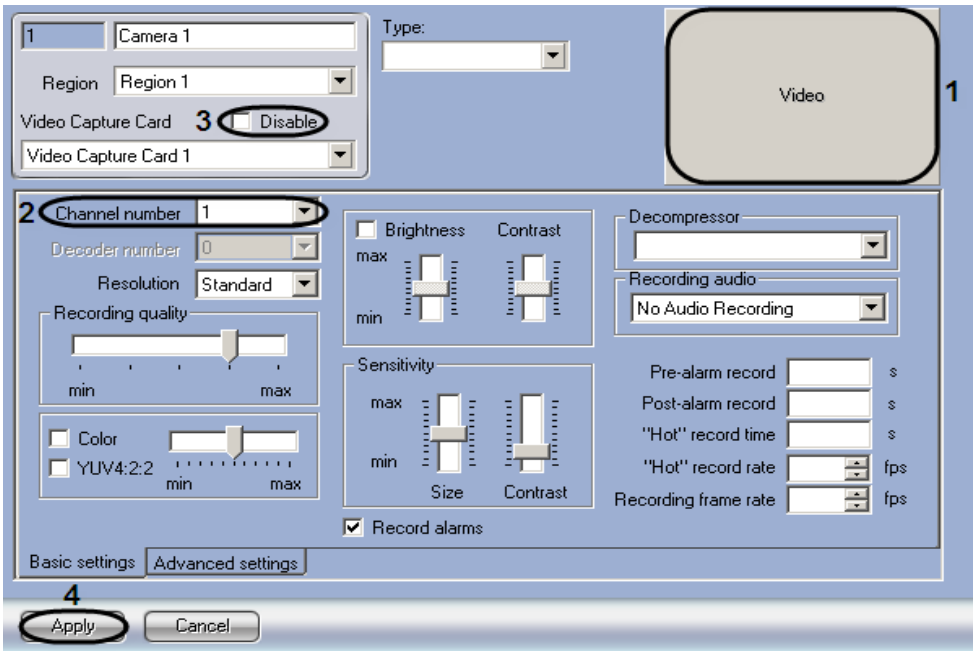

Figure 8.4-6 Disabling the “Camera” object
4. Make sure that no signal is displayed in the video field (Figure 8.4-6, 1).
5. The signal displayed in the video field indicates that the “Camera” object is matched to another video channel.The video channel number is specified in the “Channel number” drop-down list in the “Basic settings” tab (Figure 8.4-6, 2). Match the “Camera” object with the channel number, which corresponds to the BNC plug number and the “Camera” object number, or scan for a “Camera” object, matched with the desired channel number.
6. Set the “Disabled” checkbox (Figure 8.4-6, 3).
7. Click the “Apply” button (Figure 8.4-6, 4).